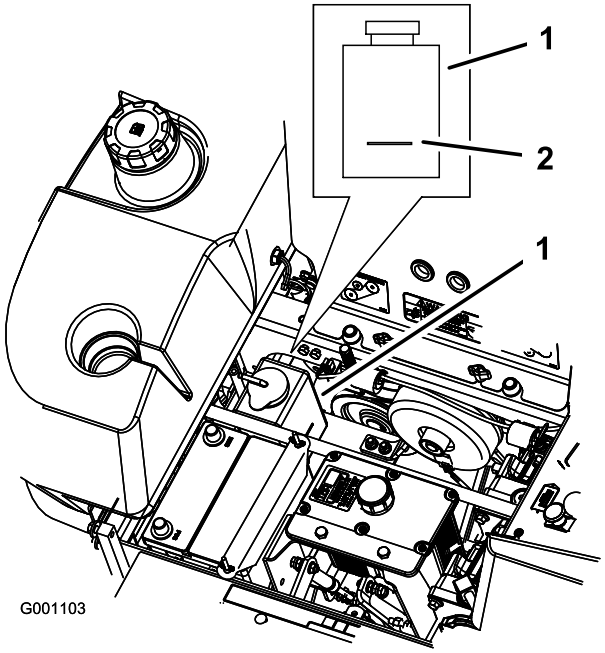

Figur 67
3. Kontroller, at motorkølervæsken ikke løber over. Væskestanden skal nå op til mærket på beholderens yderside (Figur 67).
4. Hvis kølervæskestanden er lav, skal du tilføre en 50/50-blanding af antifrostopløsning med forlænget levetid og vand i beholderen (Figur 67).
5. Hæld 50/50-kølervæskeblandingen i beholderen, og fyld op til indikatorlinjen på beholderen (Figur 67).